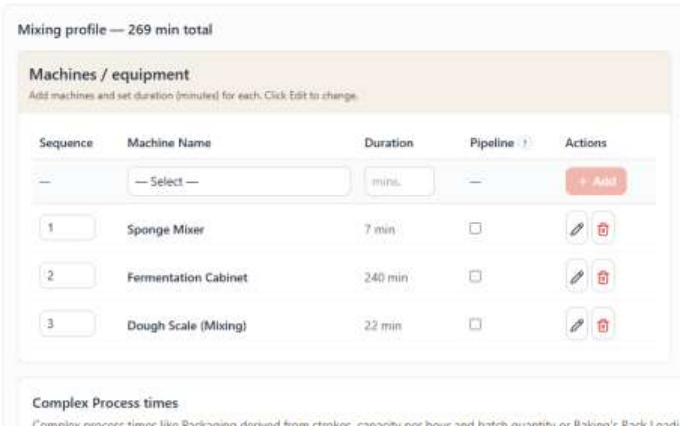
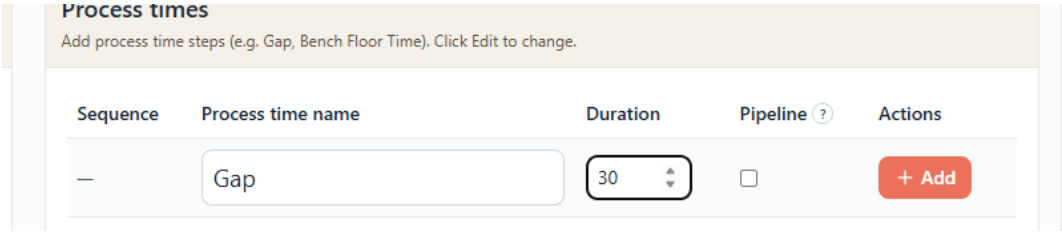
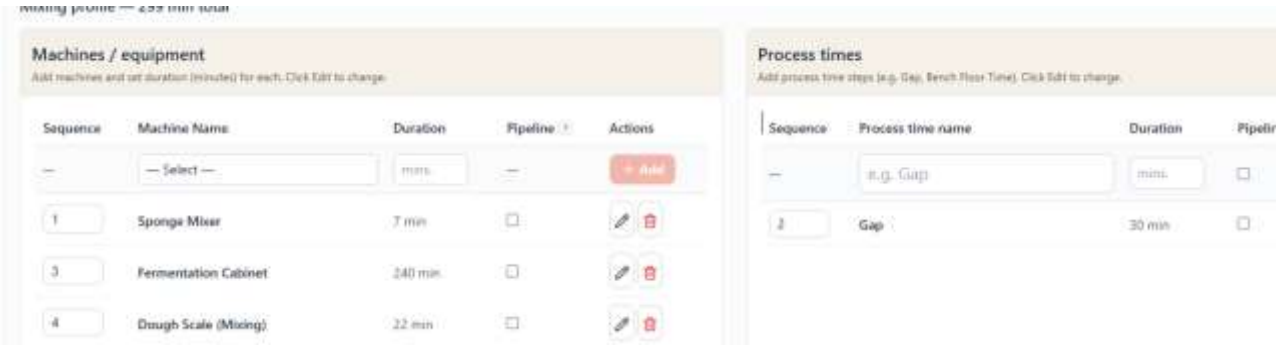

Figure 71: Machine/Equipment section of Process Profile filled
Figure 72: Process times section of Process Profile filled
Figure 73: Machine/Equipment & Process times section Sequence Value Re-Arranged
To create Timing Variables inside Machine/Equipment Section of Selected Process Tab from Process Chain Line (per Process), see Figure 71 how fields are filled. Upon adding Timing Variables inside the Machine/Equipment section of the Per Process Profile, you see that it's a table and its Columns are:
- **Sequence** – this column is important for this decides the sequence of Process Steps inside the Per Process Profile. The Sequence column's value are numerical & follows ascending logic, meaning, User doesn't just create Timing Variables but considers its flow inside Per Process Profile, in this case, Figure 71 is Mixing Process Profile. **This matters for Live View Page**.
- **Machine Name** – the values under this are based on the steps inside the Process where in case of Figure 71, The Mixing Process consist of having Sponge Mixing done via Sponge Mixer Machine, Fermentation Stage where Fermentation Cabinet is used & Mixing Time using Dough Scale for Mixing.
- **Duration** – the values under this are based on the steps inside the Process where in case of Figure 71, The Mixing Process consist of having Sponge Mixing done having 7 minutes process time, Fermentation Stage where process time is 240 minutes & Mixing Time around 22 minutes. This makes the current Total Timing of Per Process Profile (e.g. Mixing Profile Process) total of 267 minutes before proceeding on next Per Process Profile (e.g. Makeup Dividing).
Step 9: Still inside the Production Page & fill out Mixing Profile's Process times card section w/the Process' (Selected Tab) Timing Variables same on Step 8 but not Machines but Timing Variables that are not Machine/Equipment Influenced. In the Process time name, it's not a drop down but a text field where you have to name the process time depending on the User as seen in Figure 72 (e.g. Mixing Process has this "Gap" w/c is a waiting time). Timing Variables added in this section also is related to the Sequences of the Machine/Equipment section, meaning, User can declare a Timing Variable on this side to be Sequence #2 & that makes value 2 unable to be used again even on Machine/Equipment section (In our example Figure 71, 72, Mixing Profile's step sequence is Sponge Mixing then Gap then Fermentation Stage then Mixing time meaning we have to modify the Sequence # value of both section since its Sponge Mixing then Fermentation Stage then Mixing time then Gap w/c is wrong, See Figure 73).